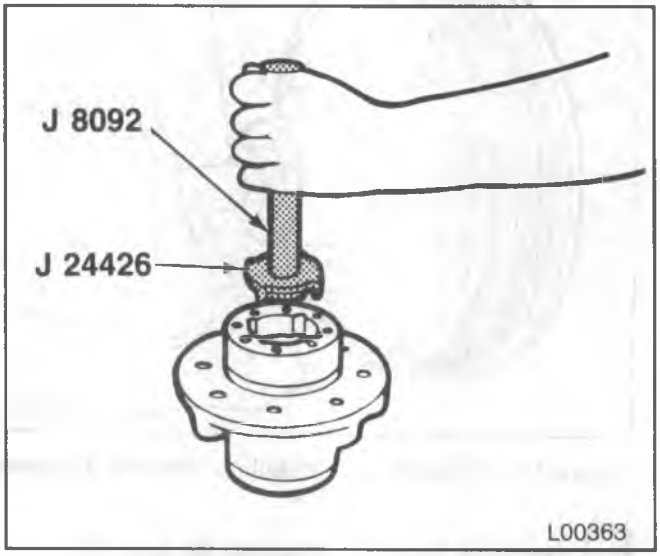

Figure 30—Seating Outer Bearing Cup onto Retaining Ring
- Drive the cup back onto the retaining ring using J 24426 (figure 30).